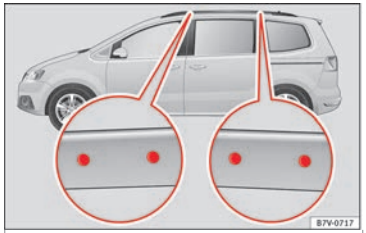

Fig. 173 Attachment points for the basic support and the roof carrier system
The position openings are located on the inner side of the side roof rods ››› Fig. 173.
- **The base support should only be fitted to the points indicated in the diagram ››› Fig. 173.**